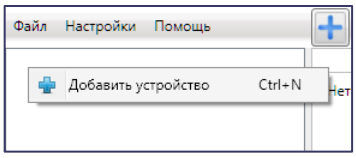

Рисунок 5.4 – Регистрация контроллера вручную
- щелкните правой кнопкой мыши по свободному месту в области дерева устройств программы *Конфигуратор Профессионал* (см. 5.3) и в появившемся меню выберите Добавить устройство (см. рисунок 5.4);